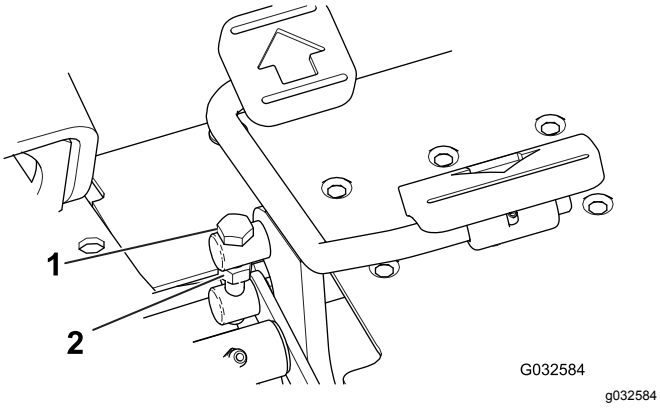

Figuur 49
1. Draai de contramoer op de draaitapbout aan de zijkant van het tractiepedaal los (Figuur 49).